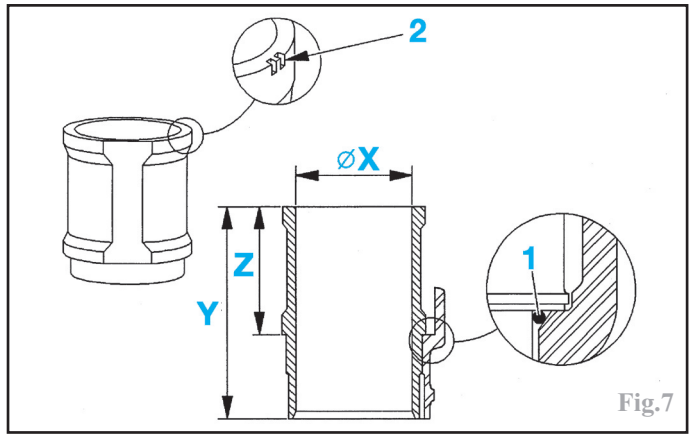

Fig.7
Chemises en fonte, de type humide, amovibles à la main. L'étanchéité entre les chemises et le carter-cylindres est assurée par des joints toriques (1) (Fig.7).
Il existe 3 classes d'alésage (**A**, **B** et **C**) repérées par des encoches réalisées sur le bord supérieur de la chemise (2) ou par des inscriptions à l'encre (Fig.7).